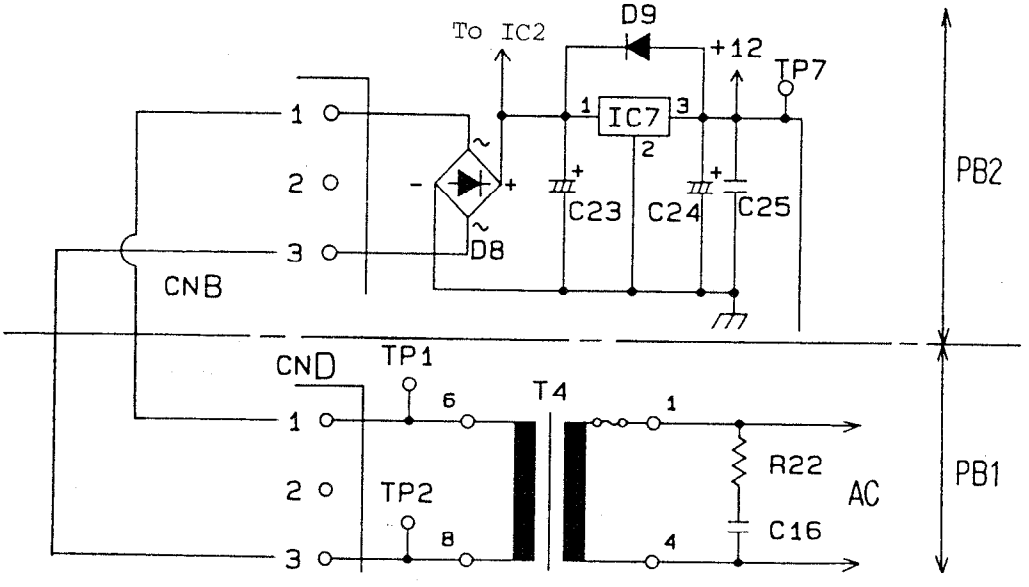

Fig. 6 Auxiliary transformer and rectifier circuit
(12) AUXILIARY TRANSFORMER and RECTIFIER CIRCUIT (Fig. 6)